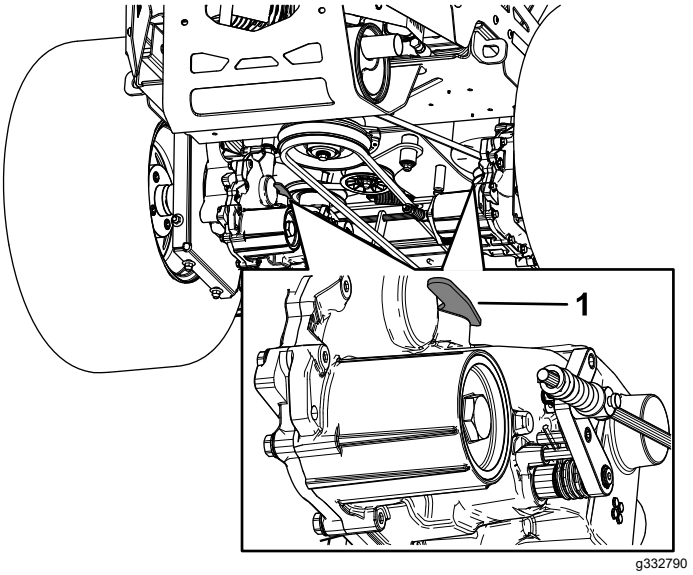

Figuur 34
3. Om de machine te duwen, moet u beide omloophendels naar voren brengen en vergrendelen (Figuur 34).
5. Om de machine te laten lopen, zet u de omloophendels naar achteren en vergrendelt u ze (Figuur 34).